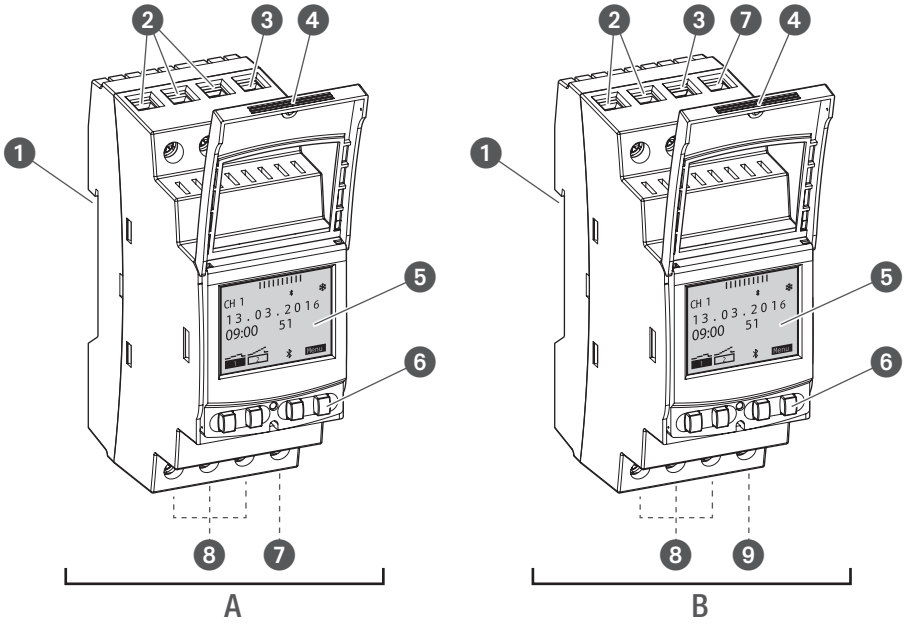

Afb. 1: Verdeelkast-schakelklok
De verdeelkast-schakelklok is een schakelklok die met een kliksysteem op een DIN-rail (Afb. 1/❶) wordt gemonteerd; deze stuurt het ermee verbonden apparaat aan. De verdeelkast-schakelklok beschikt over 1 resp. 2 kanalen en kan via een display (Afb. 1/❺) met 4 bedientoetsen (Afb. 1❻) worden bediend. De verdeelkast-schakelklok kan handmatig of via een mobiel apparaat worden geprogrammeerd. De frequentie van het radiosignaal ligt bij 2,4 GHz en het maximale zendvermogen bedraagt 1,8 mW.